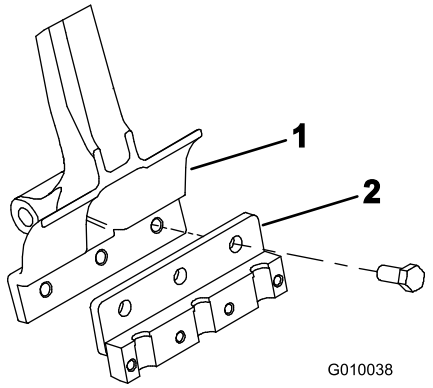

Figur 22
2. Montera en harvpinnshållare på varje harvpinnsarm med tre bultar (1/2 x 1–1/4 tum) (Figur 22). Dra åt bultarna till ett moment på 101,6 Nm.